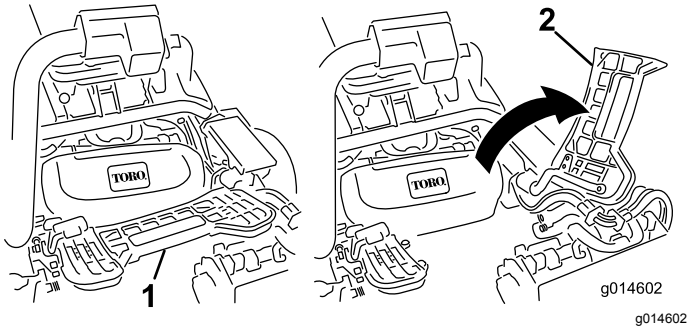

Figuur 50
2. Klap de voetsteun omhoog zodat u bij het middelste maai-eenheid kunt (Figuur 50).